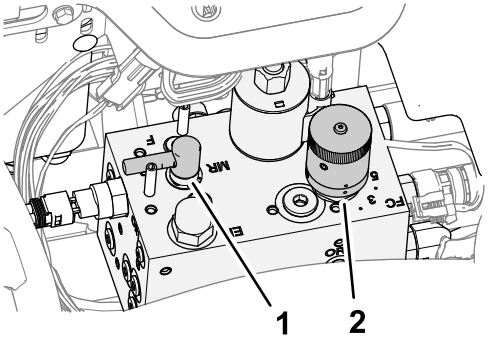

Figuur 90
4. Zet de wethendel in de achteruitstand (R) (Figuur 90).